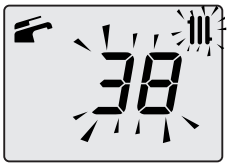

Figure 2.7
- the "set" value of the heating delivery hot water temperature and the symbol flash. The display background lights up (Figure 2.7).
- the "set" value of the domestic hot water and the symbol flash. The display background lights up (Figure 2.7).